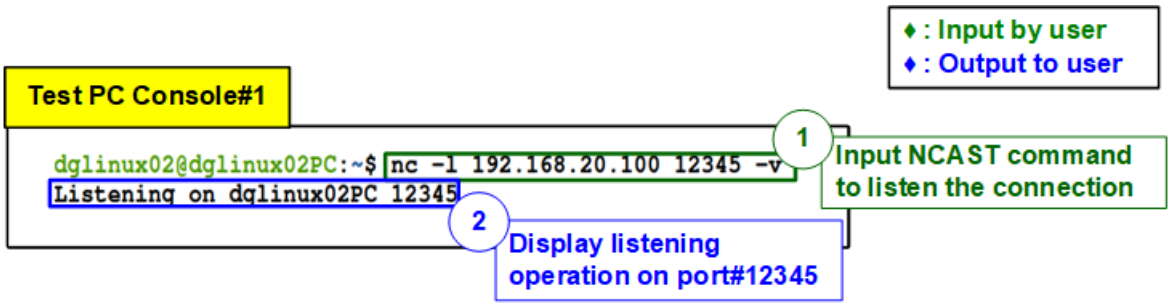

Figure 4-1 Listen TCP port on Test PC
2) After that, the confirmation message (“Listening on <Test PC name> 12345”) is displayed on the console to confirm port is listening, as shown in Figure 4-1.